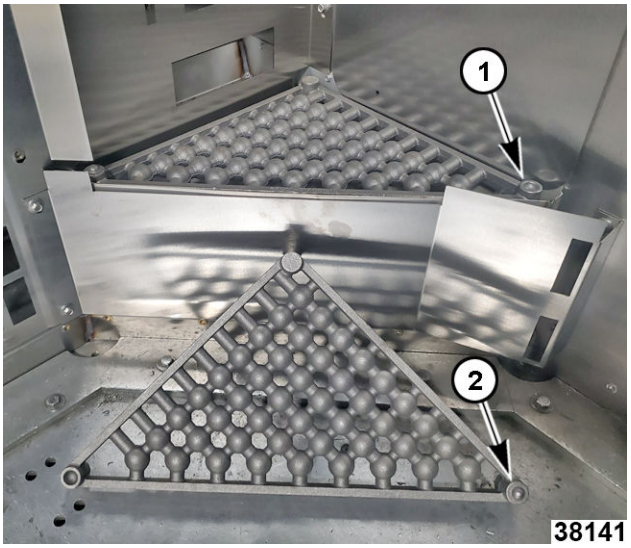

Fig. 54
3. The next steam ball assembly must be put in place by matching its male post (2, Fig. 54) with female post (1, Fig. 54) of previous assembly (total of 20 sections for CS500G2 and CS500E2 ovens, and total of 15 sections for CS500G1 and CS500E1 ovens to install).